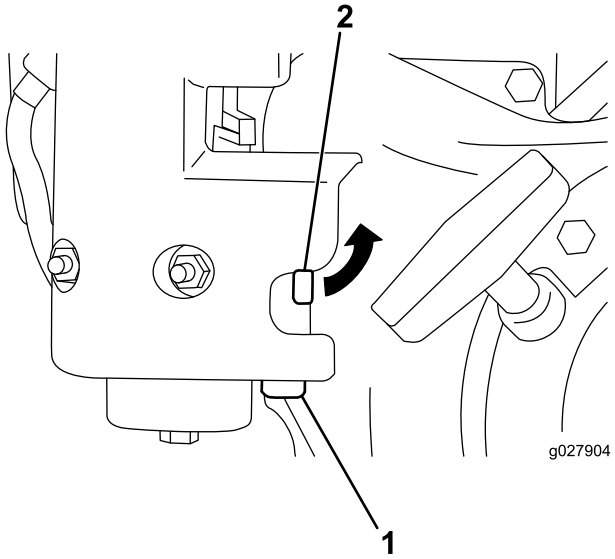

Rysunek 29
1. Zamknij zawór odcinający paliwo i odkręć miskę osadową z korpusu gaźnika (Rysunek 29).